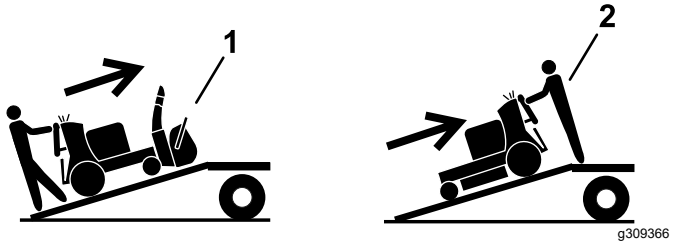

Figure 36
- Si l'outil n'est pas installé, chargez la machine en plaçant l'arrière en haut de la rampe (Figure 36).